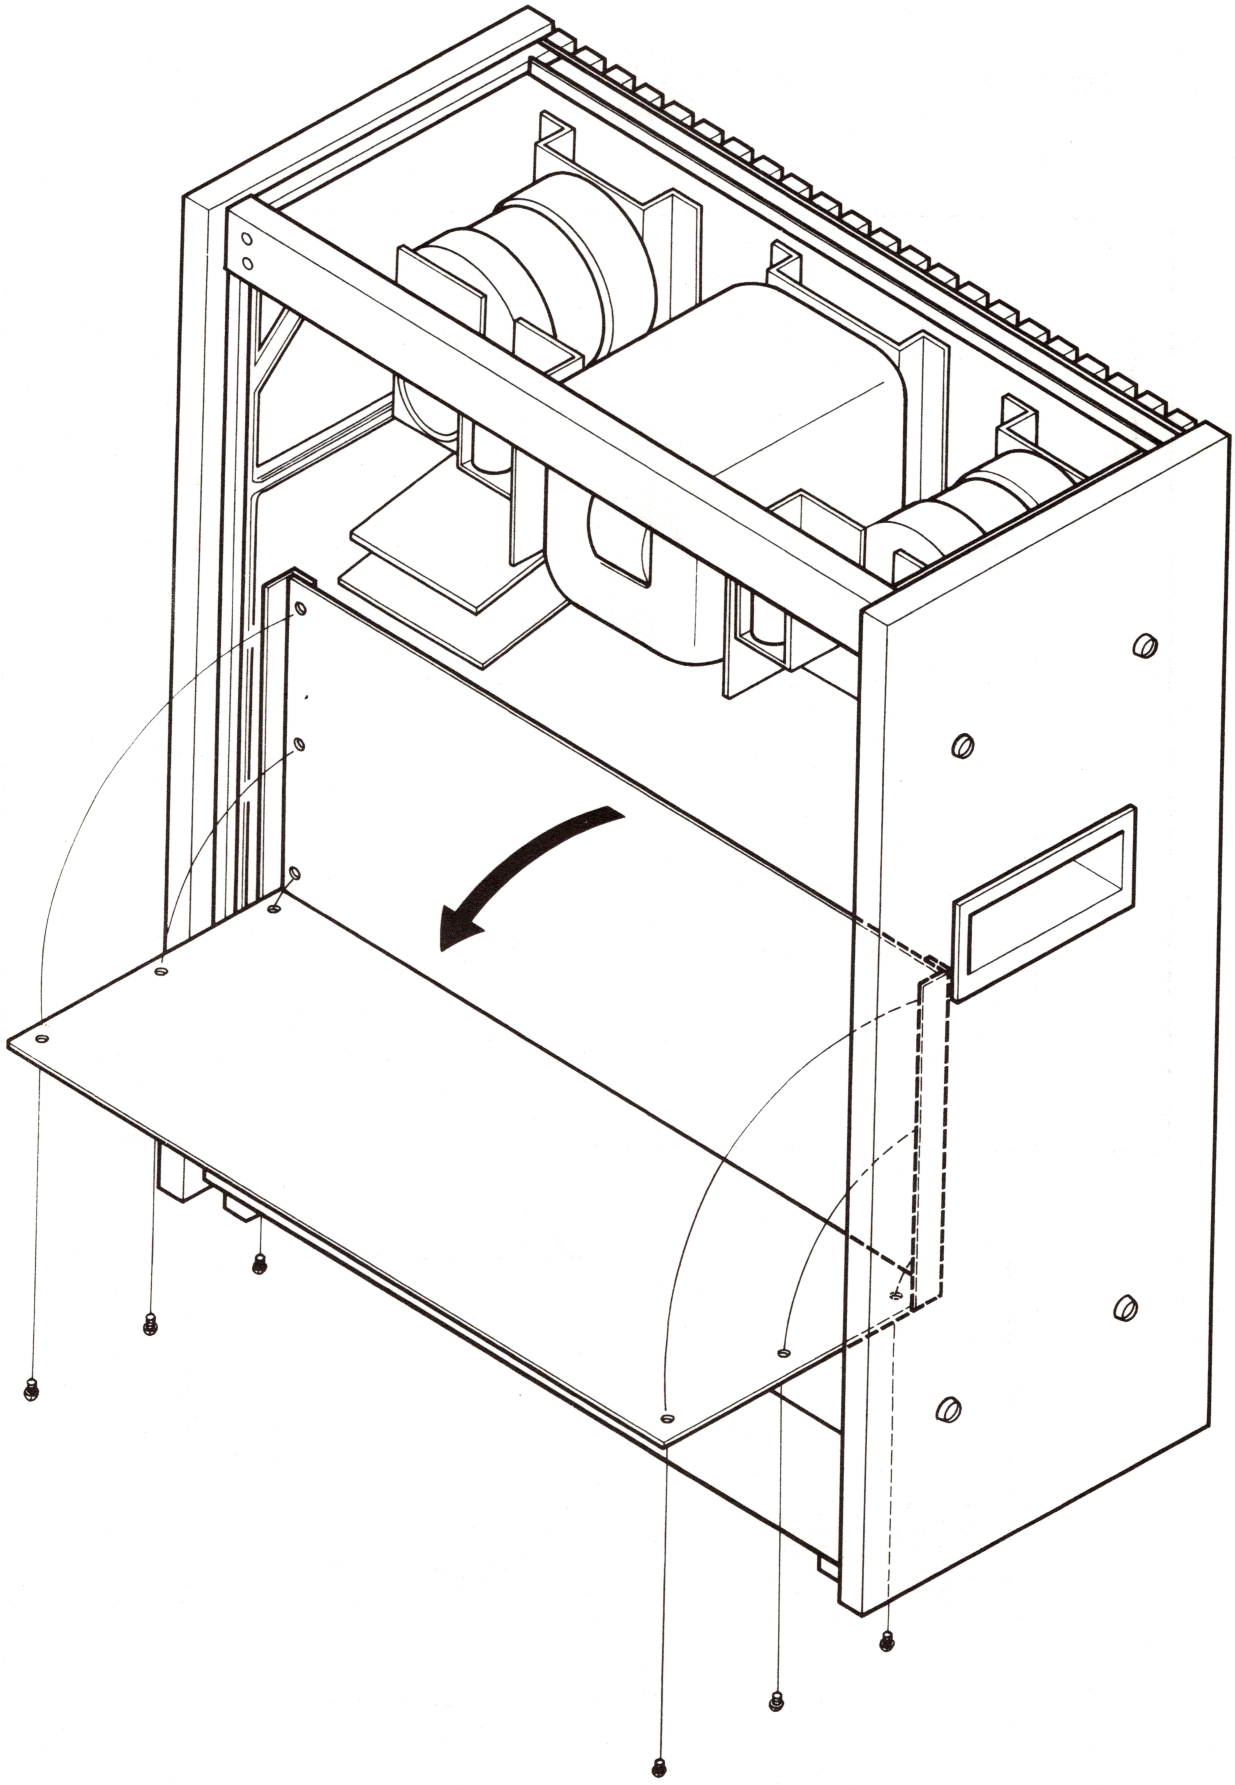

Figure 5-7 Rotating Control P.C.B.
(5) Remove the rear cover of the recorder by removing 10 screws, then open the Control P.C. Board Ass'y by removing both sides 6 screws. (Refer to Figure 5-7 .)
(6) Use a vacuum cleaner and a small brush to remove all dust or contamination from the interior of the transport.